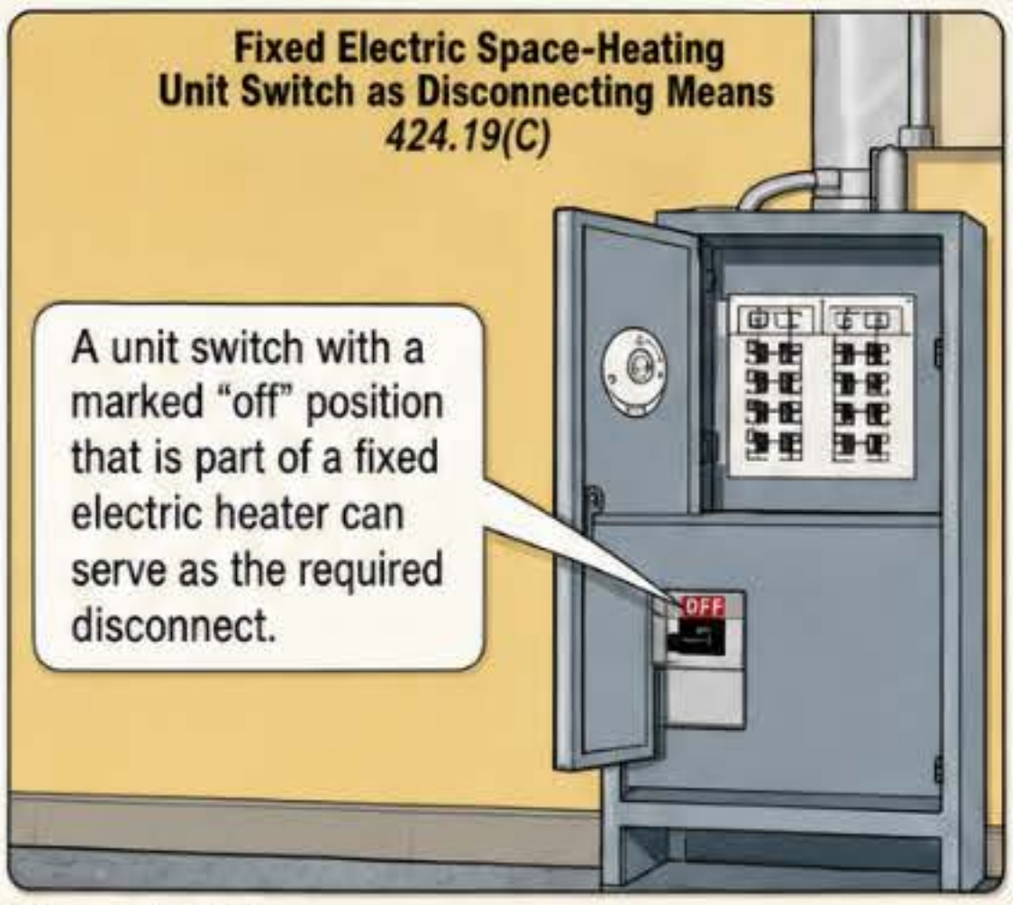

Figure 424-5
(C) Unit Switch as Disconnecting Means. A unit switch on fixed electric heating equipment with a marked "off" position can serve as the required disconnect. ▶***Figure 424-5***